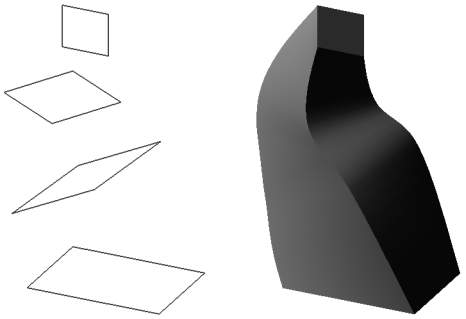

Рис. 90.6. Эскизы и элемент, образованный операцией по сечениям
- Построение тела **по сечениям**-эскизам (рис. 90.6).